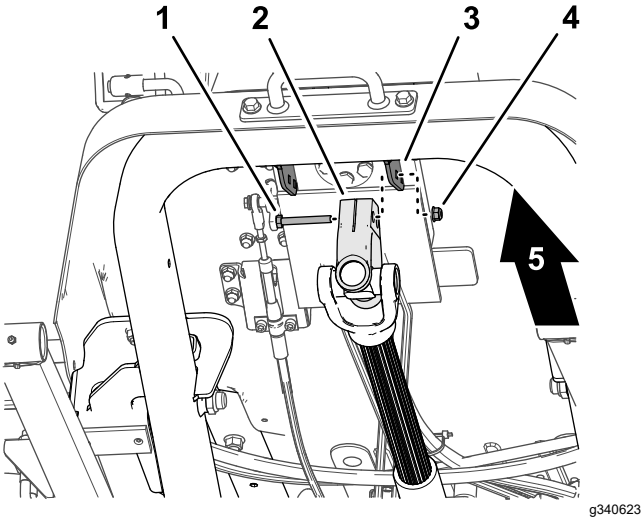

Bild 17
1. Entfernen Sie, während Sie die Antriebswelle abstützen, die Innensechskantschraube und die Sicherungsmutter, mit denen das Antriebswellenjoch an der Befestigungshalterung des Steuerventils befestigt ist (Bild 17), und senken Sie die Antriebswelle vorsichtig ab.